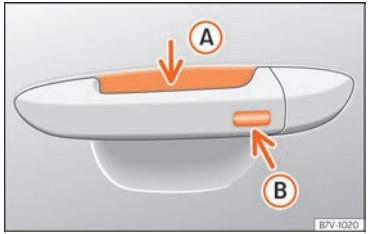

Fig. 50 Maneta de la porta: superfícies sensores.
››› **fig. 50**
- Toqueu la superfície sensora ››› **fig. 50** Ⓑ situada al costat exterior de la maneta de la porta. Tots els intermitents parpellegen una vegada.
- Abans que transcorrin 5 segons, toqueu una vegada el sensor del costat exterior de la maneta de la porta ››› **fig. 50** Ⓑ. En fer-ho, no agafeu la maneta. El sistema Keyless Access queda desactivat temporalment.
Per **tancar amb la funció de confort** totes les finestretes elèctriques, mantingueu un dit durant uns segons sobre la superfície sensora de bloqueig ››› **fig. 50** Ⓑ de la maneta de la porta fins que s'hagin tancat les finestretes i el sostre.